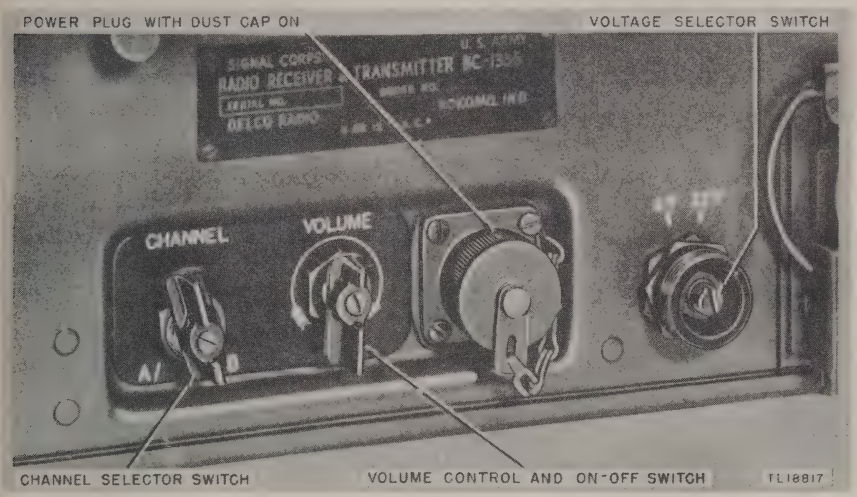

Figure 9. Receiver-Transmitter BC-1335, control panel.
a. General. Receiver-Transmitter BC-1335 is provided with three controls (fig. 9) which make it possible to turn it on and off, to vary receiver volume, to receive or transmit on either of two channels (A or B), and to select either 6- or 12-volt operation according to the available power source. Normally the receiver-transmitter is on receiving.